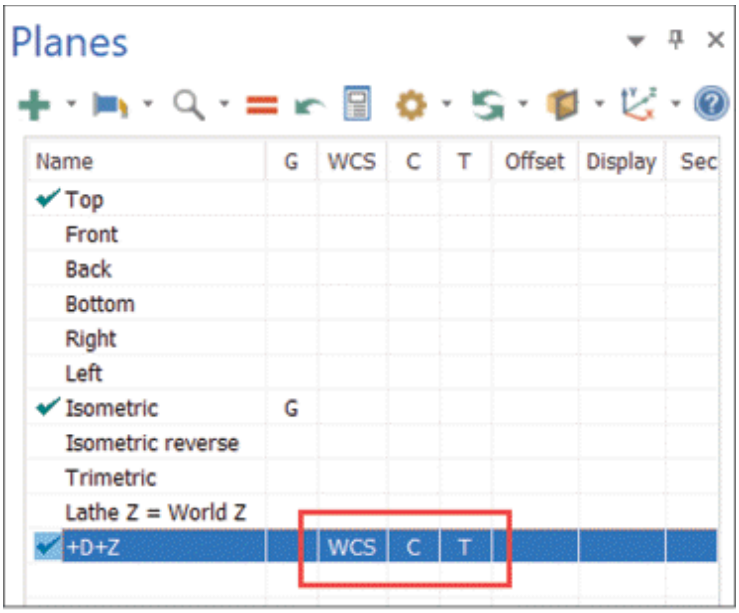

Figure-4. Setting plane as WCS, construction, and tool plane
- Set the **+D+Z** plane as WCS, C, and T plane in the **Planes Manager** by clicking in respective columns next to the plane; refer to Figure-4.